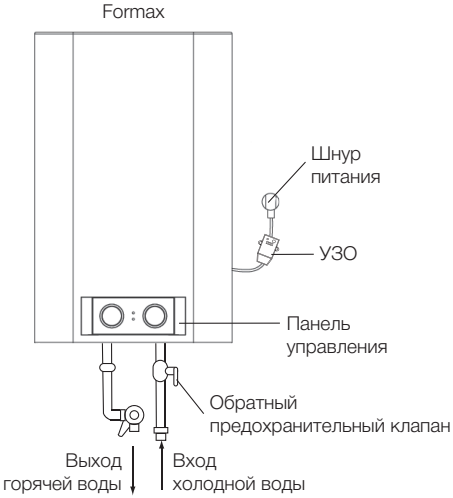

Рис. 12.
3. Предохранительный клапан следует устанавливать в месте входа воды (см. рис. 12 и 13).